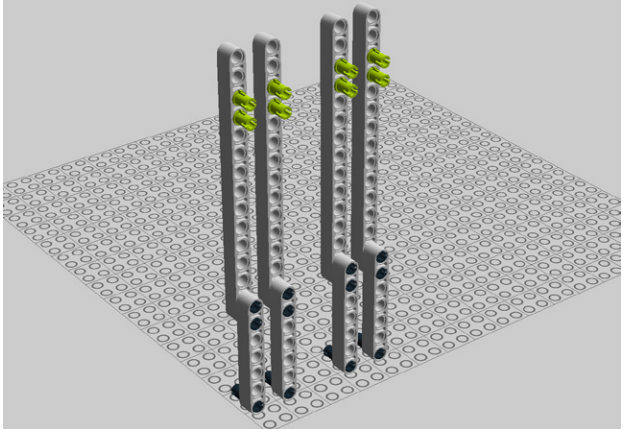

Figure 5-27. *Step 20: Adding connectors*
20. Add eight connector pegs as you see in Figure 5-27.